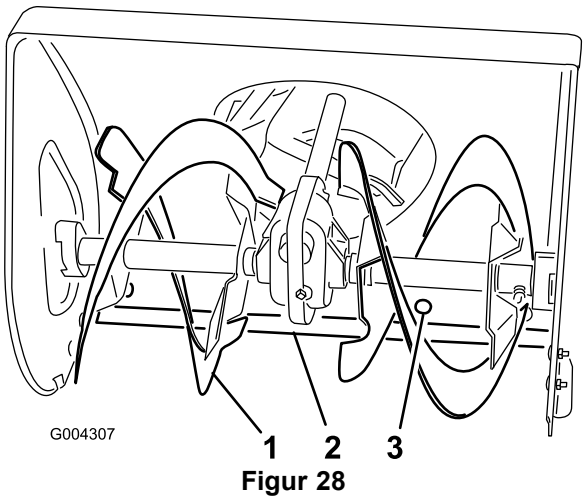

Figur 28
1. Sneglens sideplade (2)
2. Flangemøtrikker (4)
3. Glider (2)
4. Understøt sneglebladene, så de er 3 mm over jorden (Figur 28).
6. For at justere skraberen skal du løsne de 5 monteringsskruer (Figur 28), placere skraberen lige og stramme monteringsskruerne.